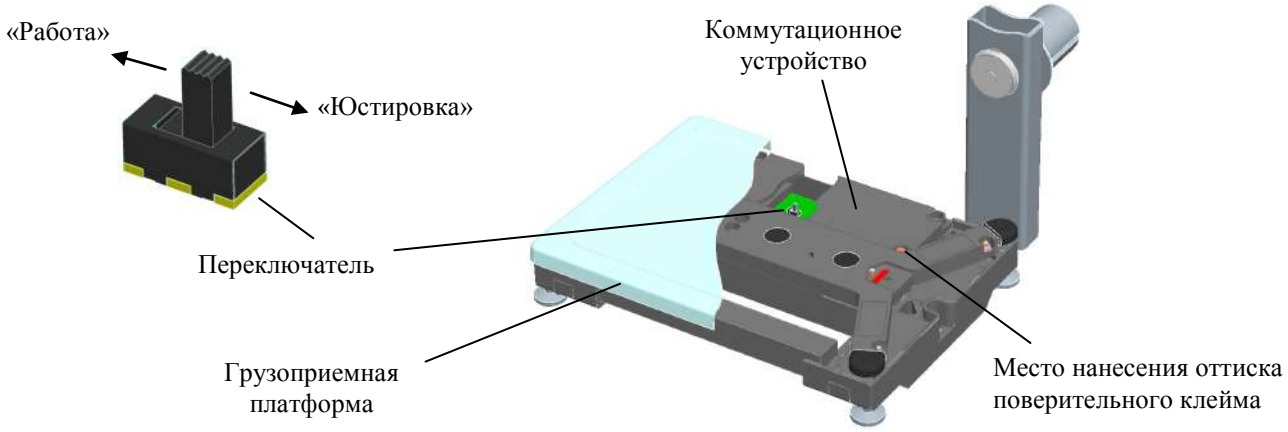

Рис. 29 - Юстировка весов
- нанести на весы оттиск поверительного клейма (см. Рис. 29).